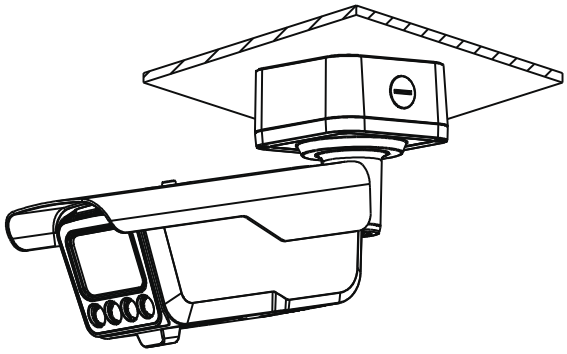

Рисунок 5.2 – Потолочное крепление видеокамеры
2. Используя крепежные элементы из комплекта поставки, закрепите видеокамеру на установочной поверхности (Рисунок 5.2).